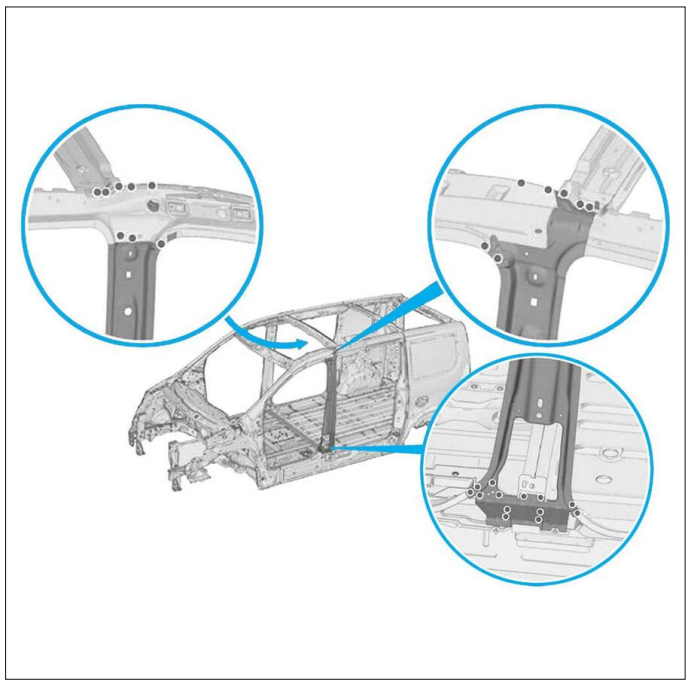

**FIG. 63**
• Souder par points bouchons **(Fig.63)**.